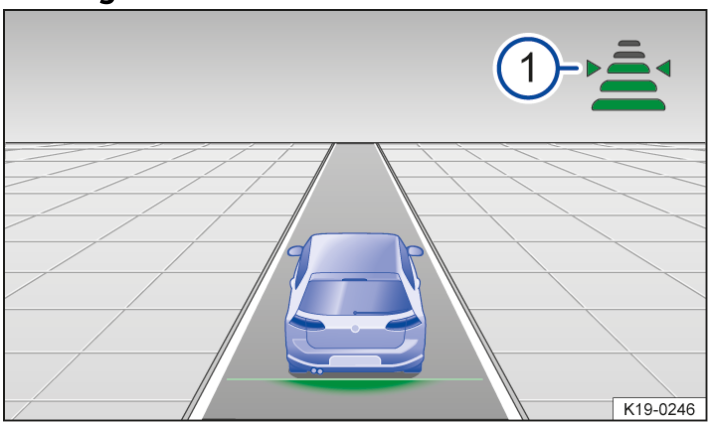

Fig. 1 On the instrument cluster display: set distance (1), ACC is controlling distance (illustration).
The instrument cluster display shows the chosen setting → *Fig. 1* (1). Please observe any country-specific regulations for the minimum distance.